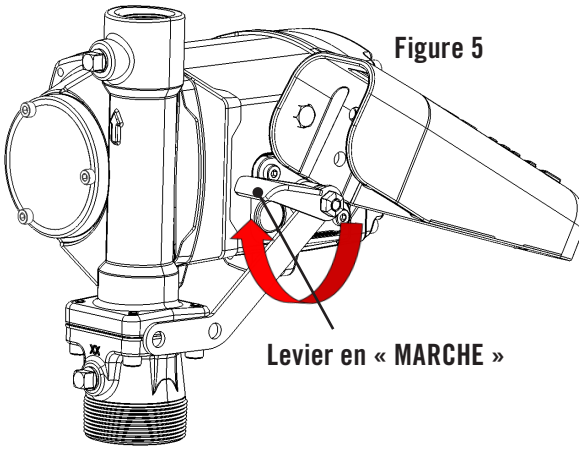

Figure 5
3. Placer le levier de commutation en position « MARCHE » (haute) pour démarrer le moteur (Figure 5). La pompe devrait démarrer et se stabiliser à un régime de ralenti.